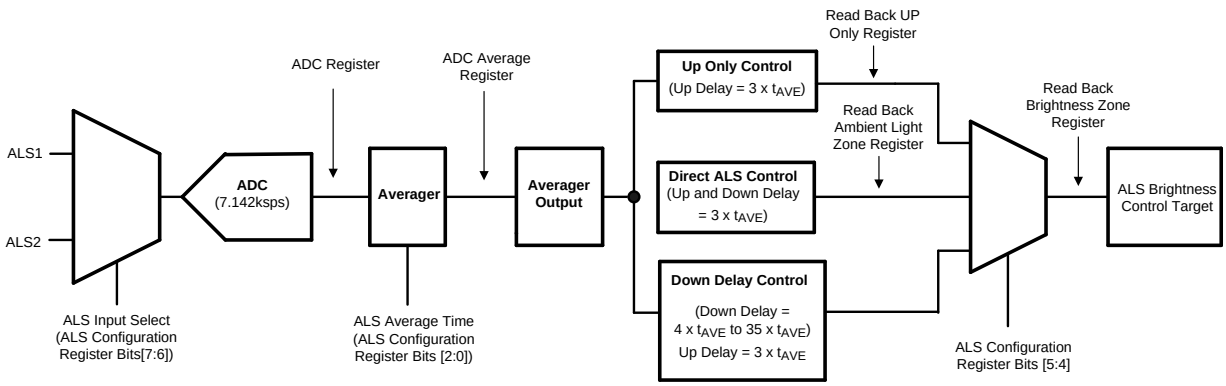

**Figure 16. ALS Functional Block Diagram**
Figure 16 shows a functional block diagram of the LM3532's ambient light sensor interface.
5. The Averager Output (see Figure 16) contains the zone that is determined from the most recent full average period.